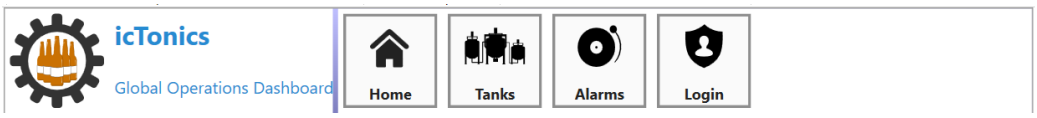

Figure L9.4 – Adding the Alarms Button
7. The symbol will likely fill the entire Rectangle. Resize the symbol by selecting one of the corner handles and while holding the **Shift** key, move the handle to make the symbol small enough to fit into the upper space of the Rectangle. The ButtonsPanel should look similar to Figure L9.4 below.